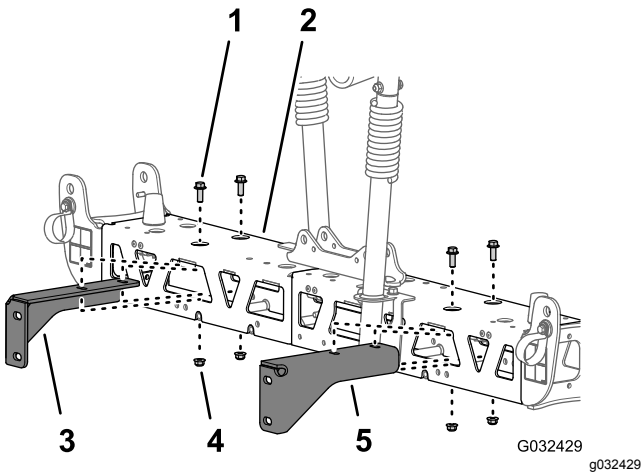

Figur 49
fastgør støttebeslaget til midtersprøjtesektionen, og fjern beslaget (Figur 49).
3. Afmonter de 2 flangehovedbolte (3/8 x 1 tomme) og 2 flangelåsemøtrikker (3/8 tomme), der fastgør det andet støttebeslag til midtersprøjtesektionen, og fjern beslaget (Figur 49).